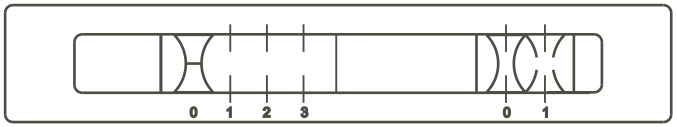

РИС. 7
7.2 Включение зонта производится при помощи ползункового переключателя (рис. 7).